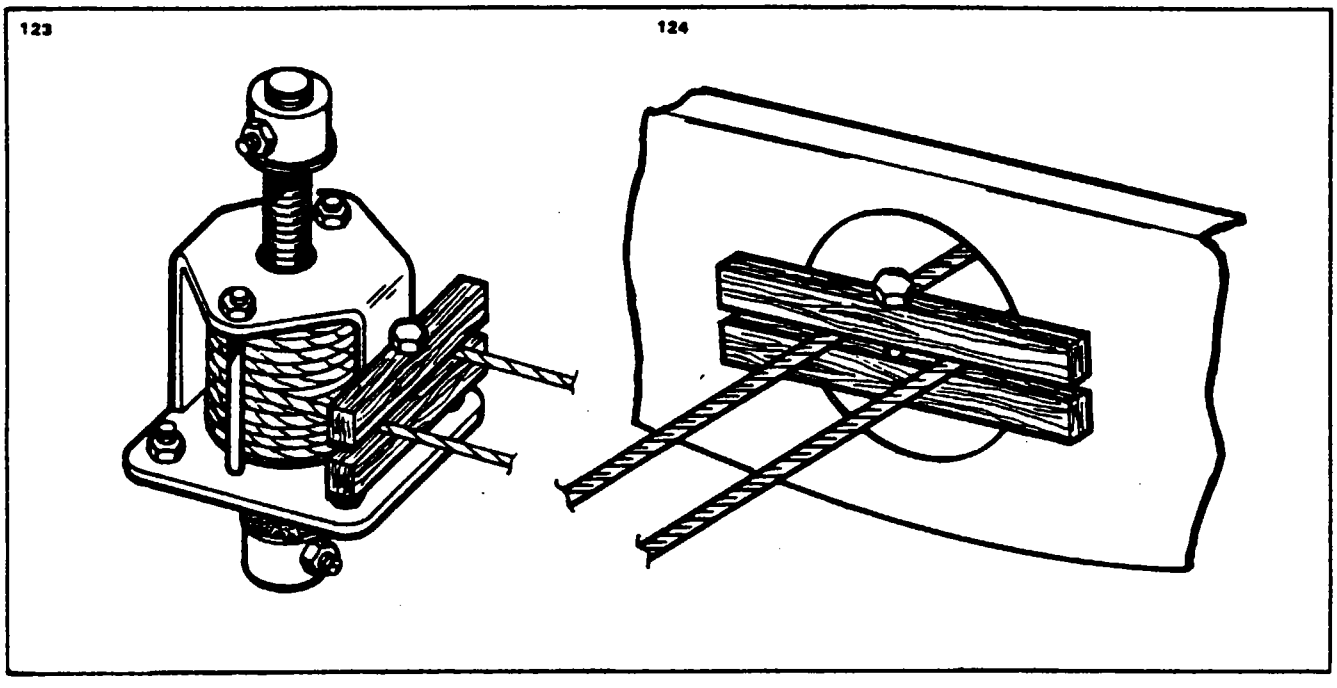

Figure 5-11. Methods of Blocking Trim Cables
c. Block the forward trim cables (6) at the trim screw assembly below the control pedestal and the aft cables (13) at bulkhead 317.75, to prevent the cables from unwrapping from their drums, by one of the methods shown in Figure 5-11. (If the aft screw assembly (19) is also to be removed, then remove the access plate attached to the underside of the horizontal stabilizer and block the cables at the screw assembly instead of in the fuselage.)
d. Mark the cable ends within the fuselage at stations 291 and 308.75 to facilitate installation. Disconnect the cables at the turnbuckles (12).
b. Block the forward trim cables at bulkhead station 274 by one of the methods shown in Figure 5-11, to prevent the cables from unwrapping. (If the forward trim assembly is also being removed, block the cables at the forward trim screw below the pedestal.)
c. Mark the cable ends within the fuselage at stations 291 and 308.75 to facilitate installation. Disconnect the cables at the turnbuckles (12).